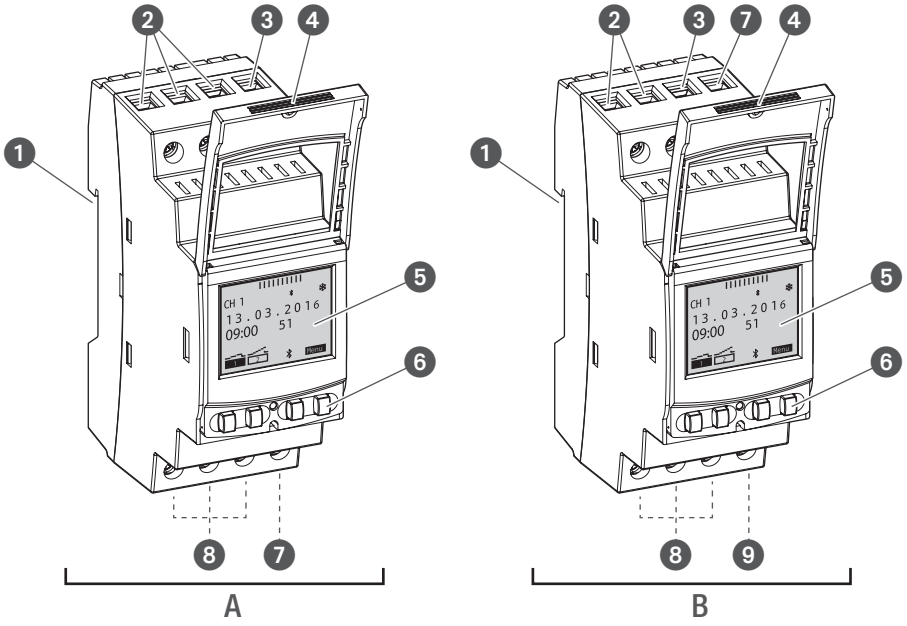

Fig. 1: Fordelingstidsur
Fordelingstidsuret er et tidsur som monteres på en DIN-skinne ved hjelp av et klikksystem (Fig. 1/❶), og dette styrer den tilkoblede enheten. Fordelingstidsuret har 1 eller 2 kanaler og betjenes via en skjerm (Fig. 1/❺) med 4 betjeningstaster (Fig. 1/❻). Fordelingstidsuret kan programmeres manuelt eller via en mobil enhet. Radiosignalets frekvens ligger på 2,4 GHz, og maksimal utgangseffekt er på 1,8 mW.